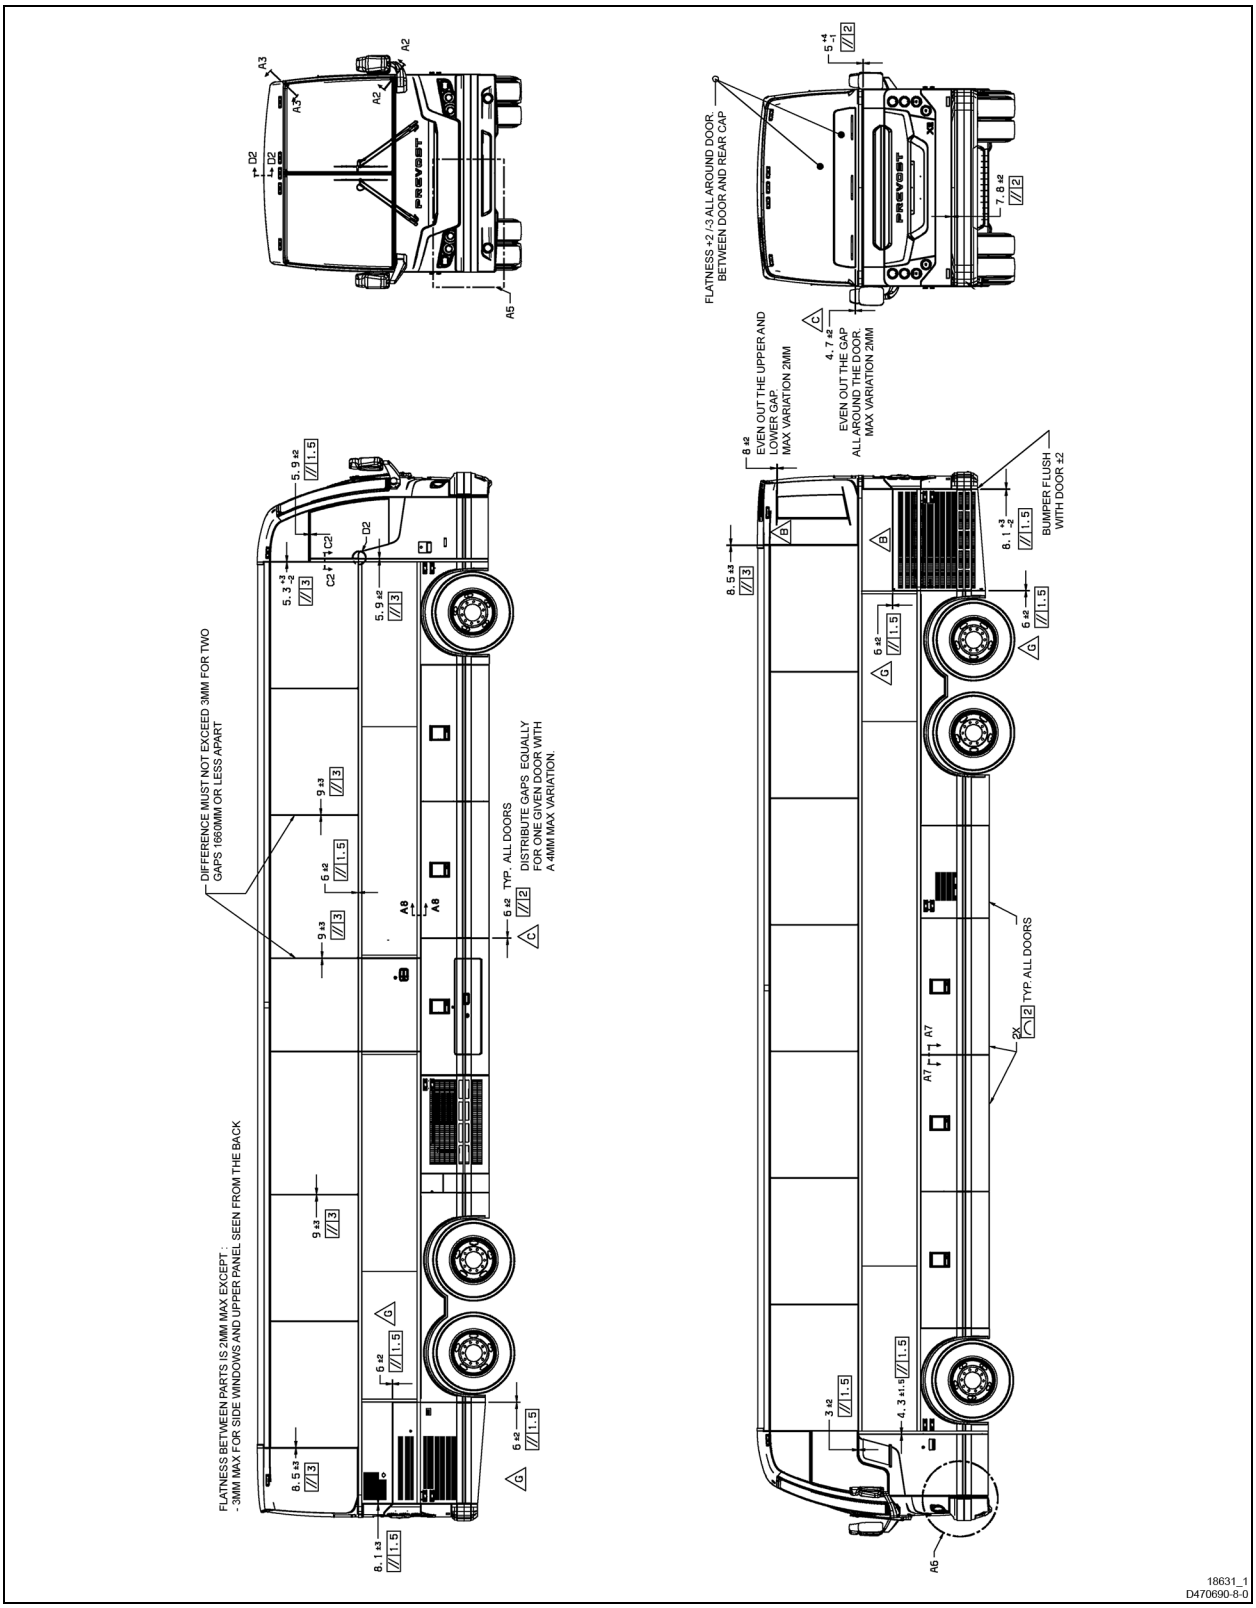

FIGURE 87: BODY PANEL AND WINDOW SPACING
1. Loosen completely the threaded-stud knob under the seat on the aisle side (Figure 87).